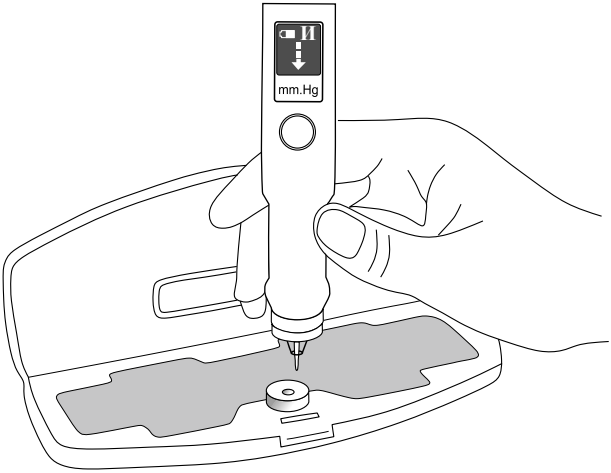

Рисунок 7
• Возьмите тонометр в руку и разместите открытый футляр с устройством контроля на столе (рис. 7).
• Расположите тонометр **вертикально** над устройством контроля. Основание ладони, руки, удерживающей тонометр, должно опираться на поверхность стола (рис. 7).